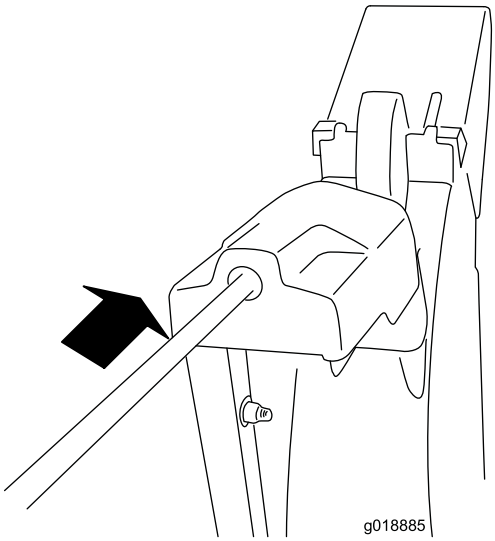

Rysunek 11
4. Umieść przedni koniec drążka w otworze w tylnej części osłony przekładni tunelu wyrzutowego, aż wsunie się do przekładni (Rysunek 11).